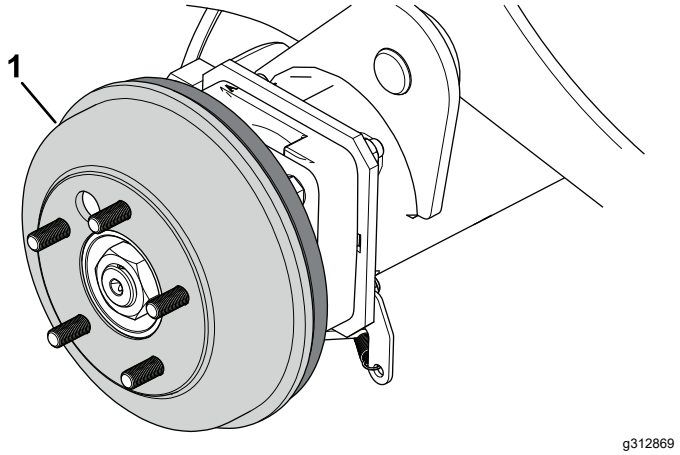

**Figuur 71**
4. Verwijder de remtrommels (Figuur 71) manueel.